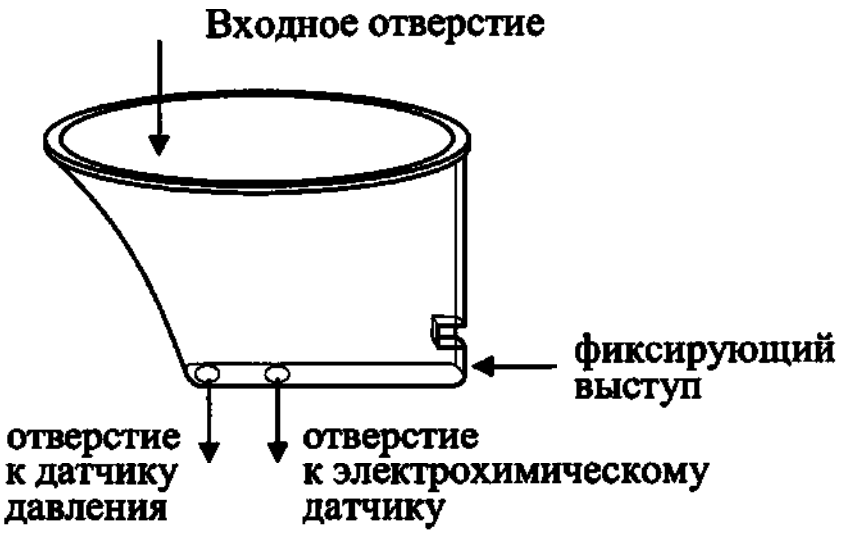

Рисунок 4 – Мундштук-воронка
1.4.17 Многоразовый **мундштук-воронка** (рисунок 4) формирует поток выдыхаемого воздуха для отбора пробы в режиме скрининга.